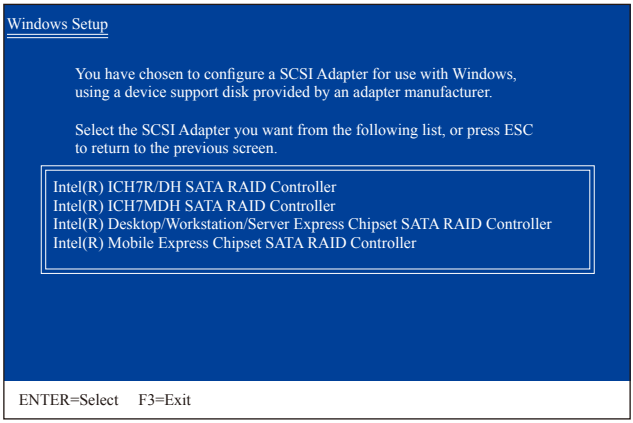

图2
放入存有SATA RAID/AHCI驱动程序的磁盘并按下<Enter>键。当如图2的画面出现时，请选择「Intel(R) Desktop/Workstation/Server Express Chipset SATA RAID Controller」再按<Enter>键，系统会从磁盘中下载RAID驱动程序。若设为AHCI模式，请使用键盘的上键移到「Intel(R) Desktop/Workstation/Server Express Chipset SATA AHCI Controller」项目再按<Enter>。